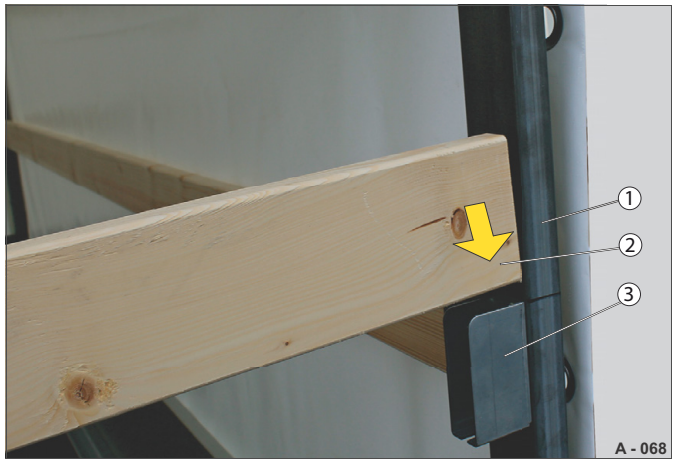

Abb. 79 Zasunutí zástrčných tyčí (např. HT)
- ▶ Vložte laťku (Abb. 79/2) shora do kapsy na vzpěry (Abb. 79/3) na stojkách (Abb. 79/1).